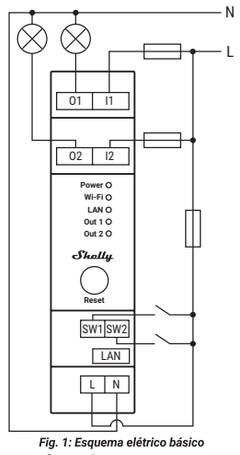

Fig. 1: Esquema elétrico básico
1. Ligar o terminal N ao cabo de Neutro e o terminal L ao dis juntor da fonte do circuito de alimentação do Dispositivo, como ilustrado na Fig. 1.